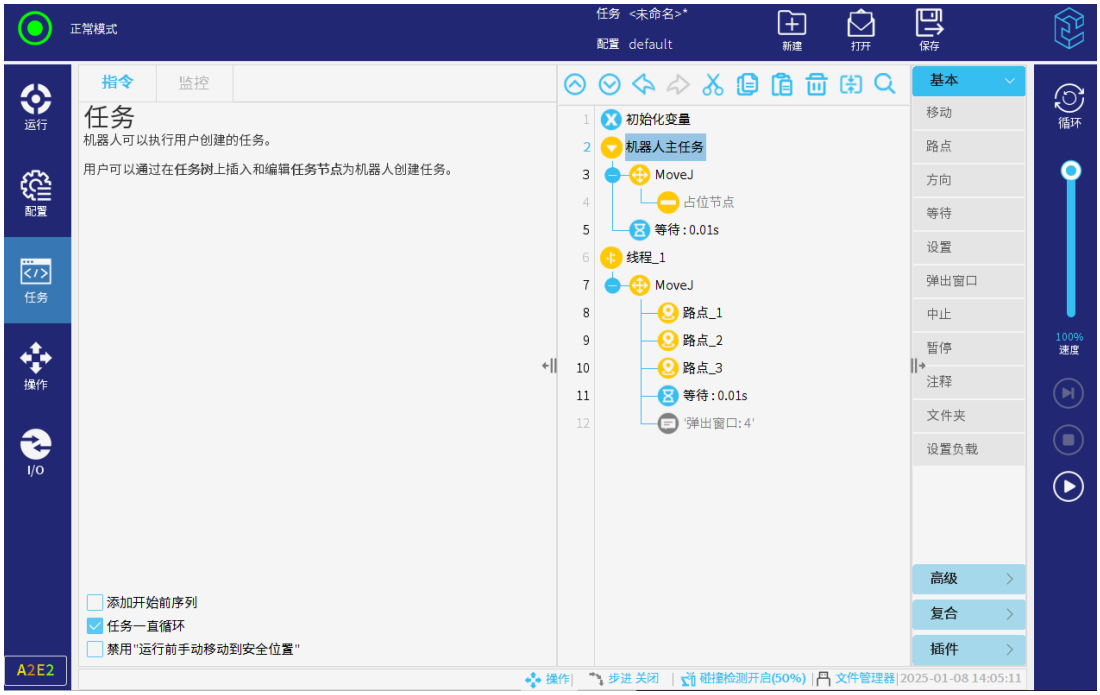

图 3-153: 断点
- 选中这类节点，则节点的行号为淡蓝色，如图 3-153中的行号「6」所示；
- 未选中这类节点，则节点的行号为淡灰色，如图 3-153的行号「4」所示。